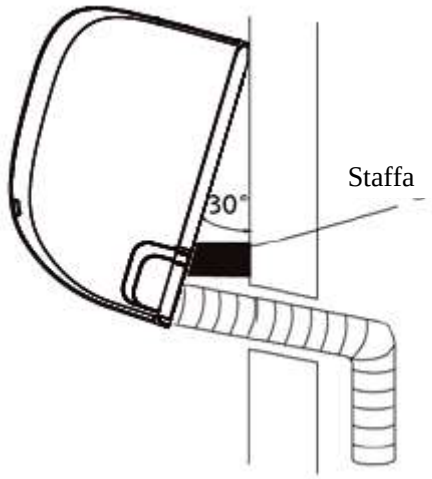

Fig. 3.11
2. Usa una staffa o un fermo per sostenere l'unità, dando abbastanza spazio per connettere la tubatura refrigerante, il cavo segnale e il flessibile di scarico. Fa' riferimento alla Fig. 3.11 per un esempio.